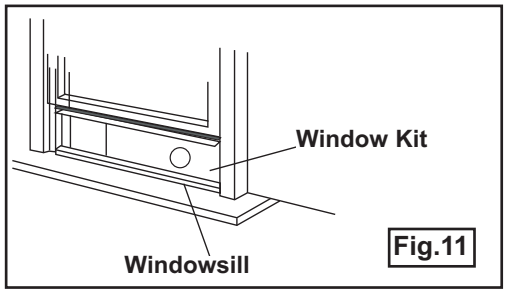

Fig.11
3. Cut the foam seal (adhesive type) to the proper length and attach it on the top of the window. Shown in Fig.11